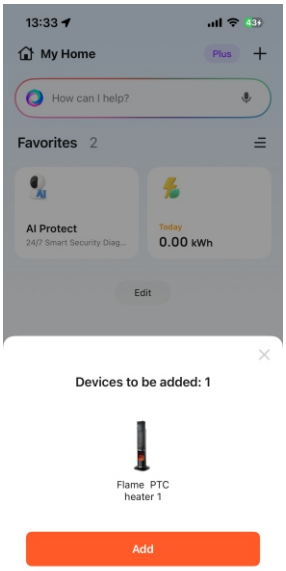
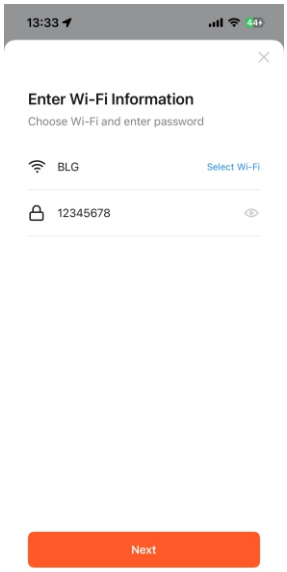
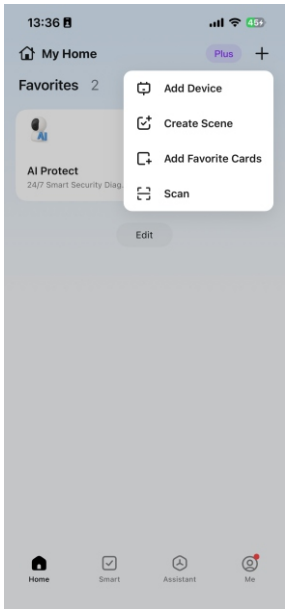

Bild 1
Bild 2
Bild3
1) Wenn das Gerät in Betrieb ist, lassen Sie Bluetooth eingeschaltet, öffnen Sie die „Tuya Smart“-App, es erscheint eine Verbindung, klicken Sie dann auf „Hinzufügen“, wie in Bild 1 gezeigt. Anschließend wird die App wie in Bild 2 angezeigt.
2) Es gibt keine Situation wie in Bild1. Drücken Sie „+“ und dann „Gerät hinzufügen“, wie in Bild 3 gezeigt.